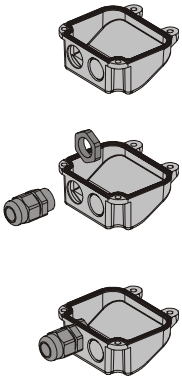

Abb. 14
1) Eine der beiden vorperforierten Öffnungen auf dem mitgelieferten Deckel durchbrechen, Abb. 14. Bei Antrieben mit Endschalter müssen beide Öffnungen durchbrochen werden.